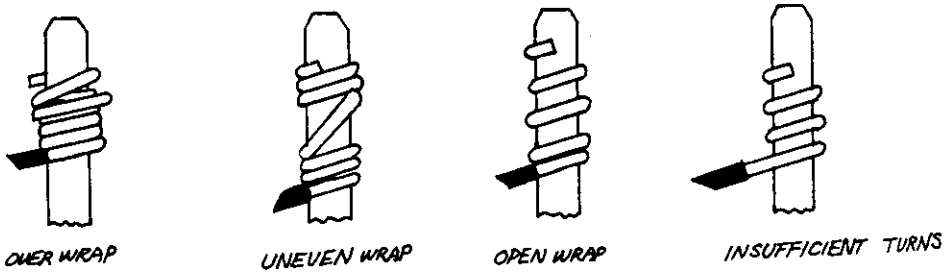

Figure 2 Wire Wrap Errors
a. The DSS- 1 is illustrated in Figure 2.
4. Care should be taken to insure proper wire wrap connections. Situations such as overwraps and openwraps as shown in Figure 2 should be avoided.